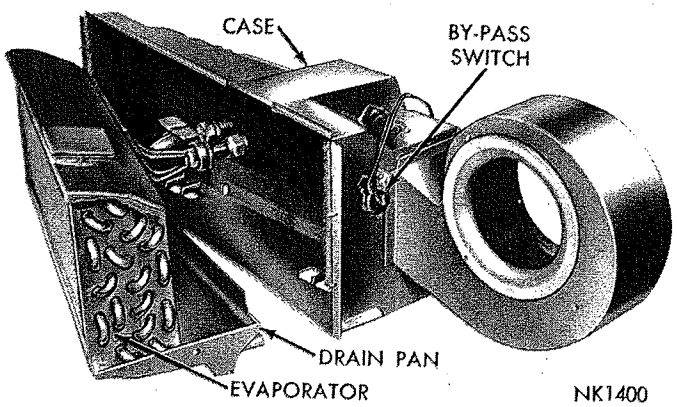

*Fig. 77—Evaporator Removed From Case*
(4) Remove six evaporator attaching screws and carefully remove evaporator from case (Fig. 77).